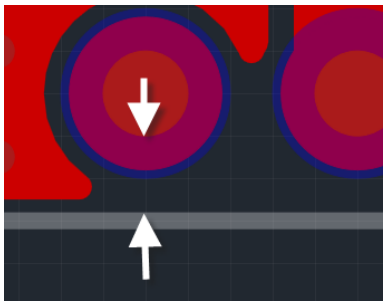

Рис. 599. Зазор между любым отверстием и границей платы
- Любым отверстием и границей платы, см. Рис. 599, обозначается как «*Отв. к краю*». Зазор определяет размер области на границе платы, в которой запрещается располагать любой элемент какого-либо отверстия.